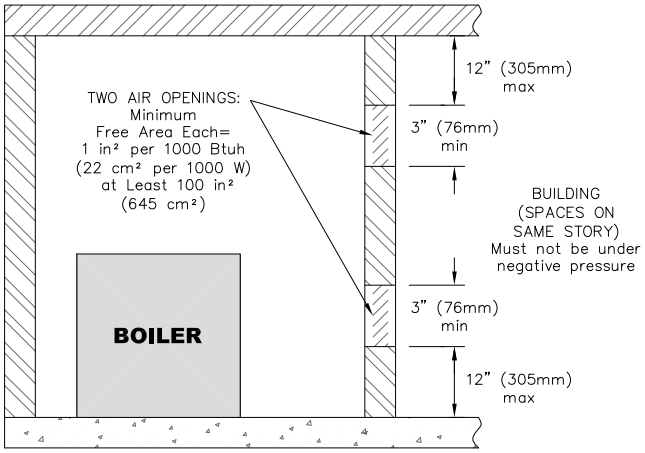

Figure 1.3: Air Openings – All Air from Indoors on the Same Floor
a. Combining Spaces on the Same Floor: Provide two permanent openings communicating with additional spaces that have a minimum free area of 1 in^2 per 1000 Btu/hr (22 cm^2 per 1000 W) of the total input rating of all gas fired equipment but not less than 100 in^2 (645 cm^2). One opening is to begin within 12 inches (305 mm) from the top of the space and the other is to begin within 12 inches (305 mm) from the floor. The minimum dimension of either of these openings shall be 3 inches (76 mm). See Figure 1.3 for an illustration of this arrangement.